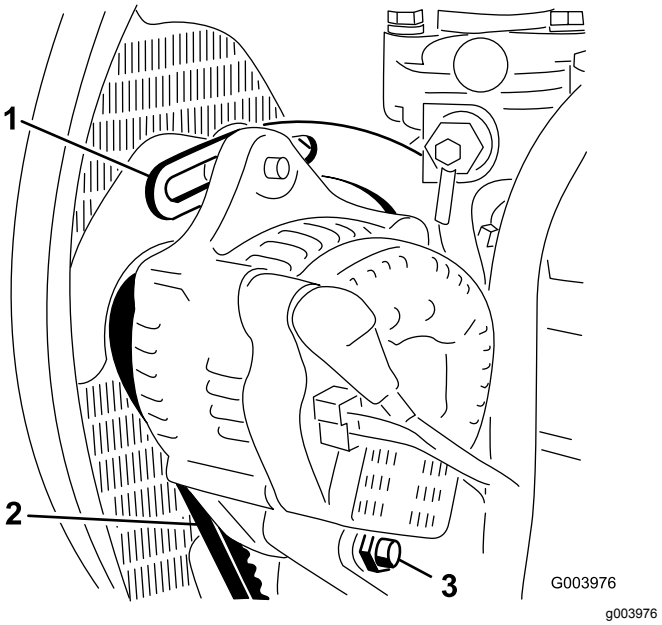

Figur 66
2. Kontroller generatorremmens tilspænding ved at trykke den ned (Figur 66) midt mellem generatoren og krumtapakslen med en belastning på 10 kg.
3. Løsn den bolt, der fastholder afstiveren til motoren (Figur 66), den bolt, der fastholder generatoren til afstiveren, og drejebolten.